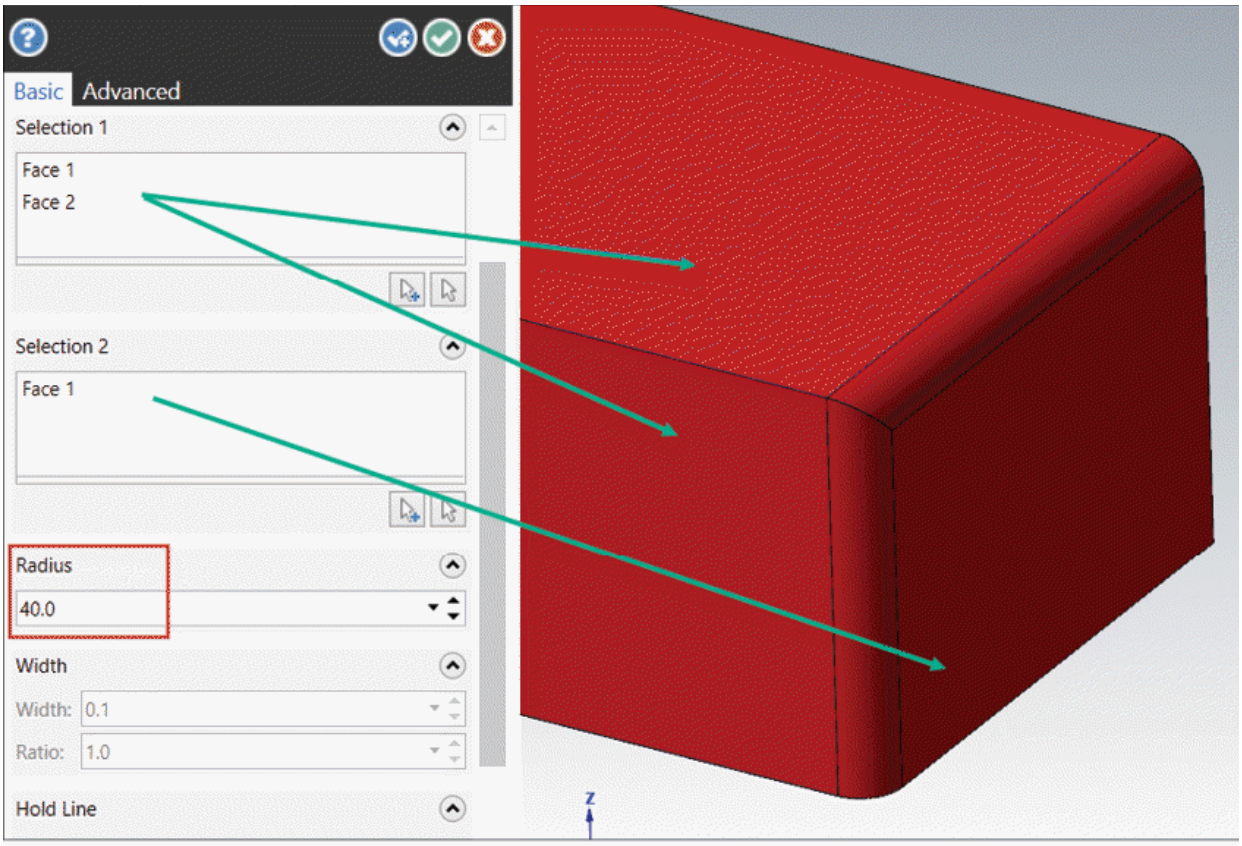

Figure-50. Faces selected for fillet
- Select the first face or set of faces and press **ENTER**. You will be asked to select faces for the second set. Select desired face and press **ENTER**. Preview of fillet will be displayed; refer to Figure-50.